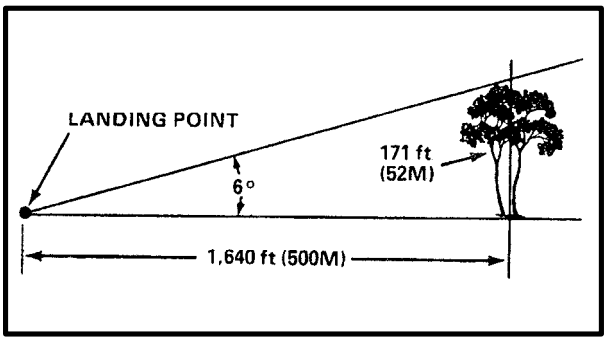

*Figure 4-4. Maximum Angle of Approach (Daylight)*
**a. Day Approach.** Within the day approach and exit path, the maximum obstruction angle should not exceed 6 degrees measured from the landing point center to a distance of 500 meters (1,640 feet) (Figure 4-4). The maximum obstacle height at 500 meters is 52 meters